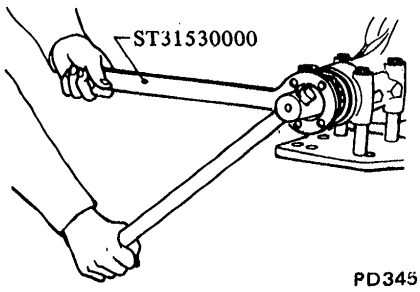

Fig. PD-38 Removing drive pinion nut
5. Loosen drive pinion nut, holding companion flange with Drive Pinion Flange Wrench ST31530000 and pull off companion flange using a suitable puller. See Figures PD-38 and PD-39.